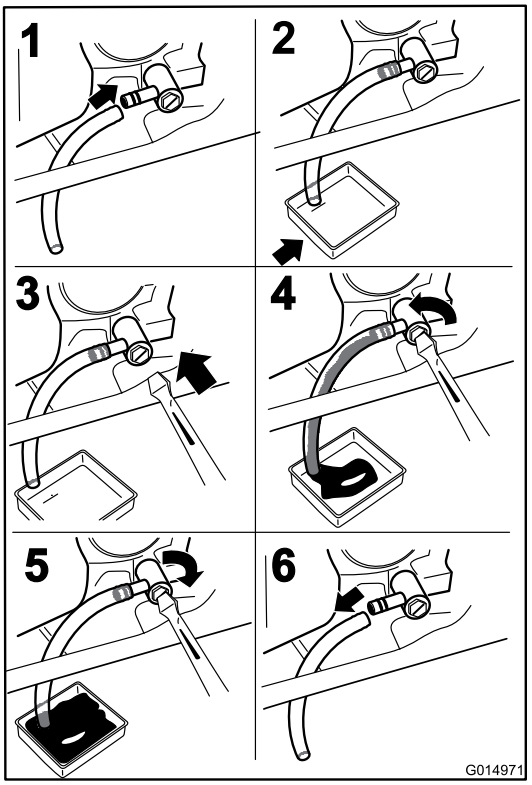

**Figur 39**
3. Før du forlater førersetet, må du stanse motoren, ta ut nøkkelen og vente til alle bevegelige deler står stille (Figur 39).